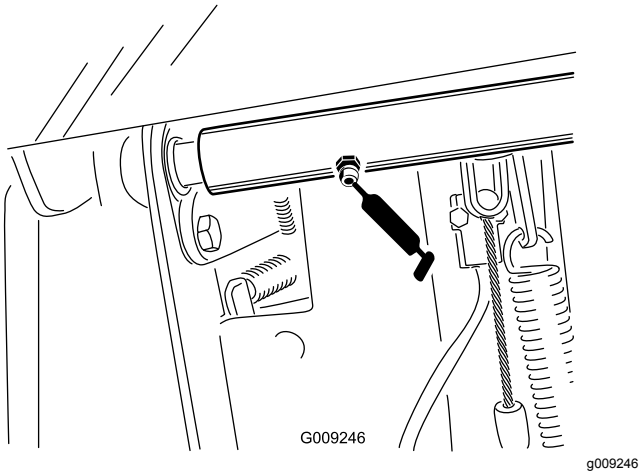

Figuur 58
- 2 lagers van draaias van rempedaal (Figuur 58)